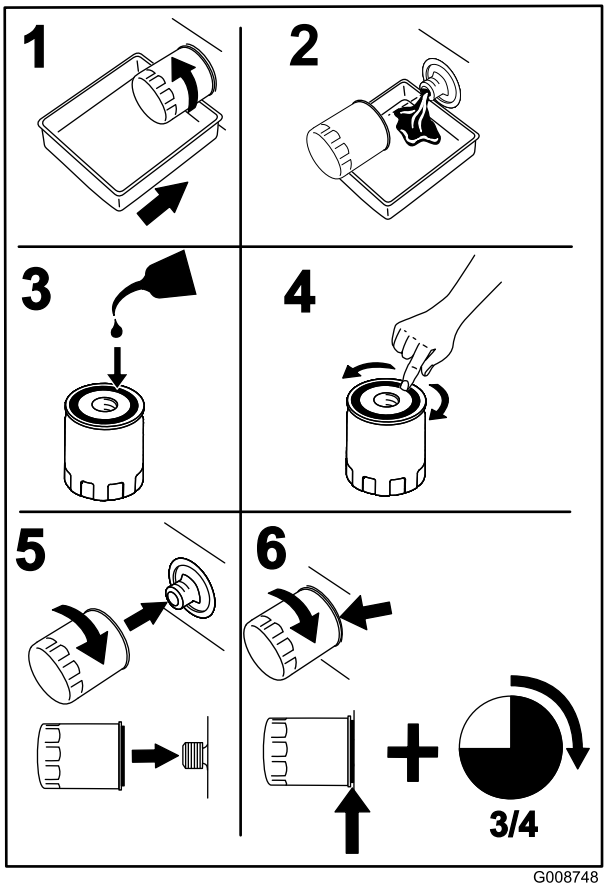

Figur 41
2. Skift motoroliefilteret (Figur 41).